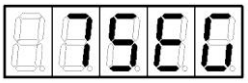

Рисунок 22
3. Нажать кнопку ↑. На индикаторе появится обозначение "7SEG" (рисунок 22).